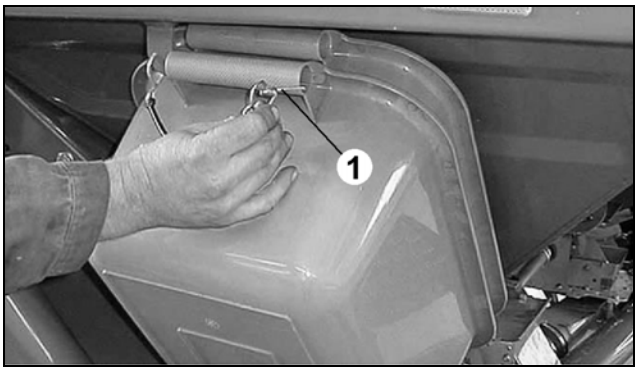

図 81
収容容器をホルダに差し込み、リンチピン（図 81/1）で固定します。
- 収容容器（図 81）をホルダに取り付け、リンクピンで固定してください